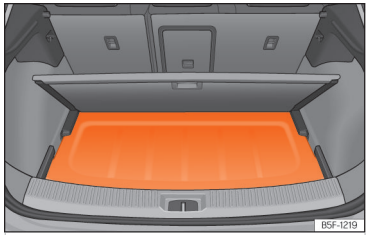

**Fig. 178** In the boot: fitting the rear shelf.
- Place the rear shelf in the corresponding housing ››› Fig. 178.